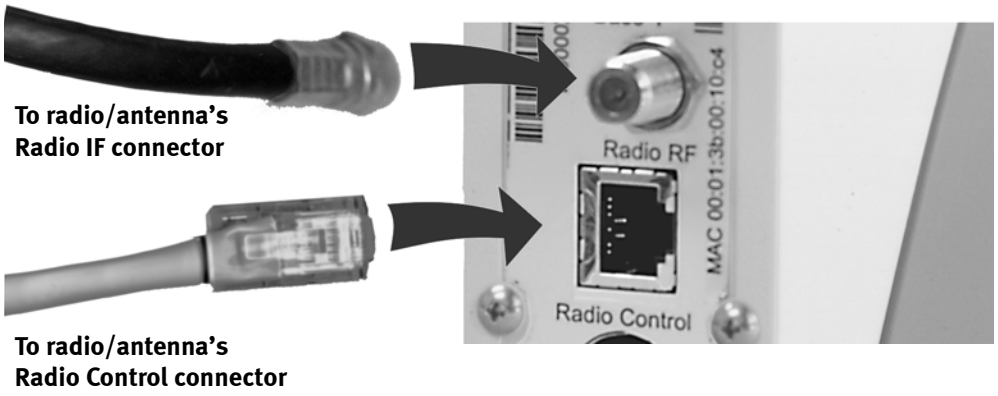

Figure 1-7 Connections to the Indoor Unit
4. Attach the cable to the **Radio IF** connector on the Indoor Unit as illustrated in *Figure 1-7*.
6. Attach the cable to the **Radio Control** connector on the Indoor Unit as shown in *Figure 1-7*.